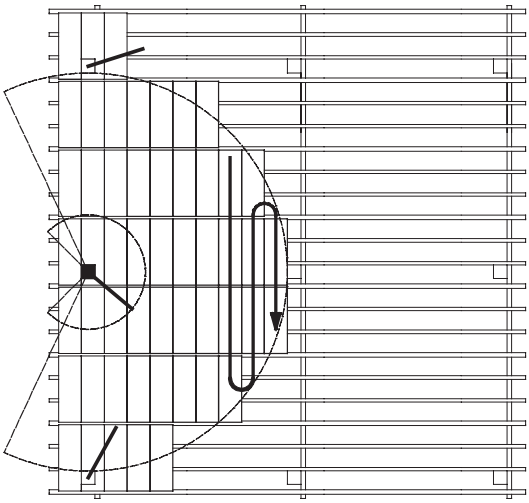

Figur 35. *Formsättningsprocess.*
1. Planera alltid arbetsområdet i förväg och se till att du väljer den lämpligaste platsen för den första SkyReach. Det är extremt viktigt att det skyddade området formsätts enligt en progressiv framkantsmetod. Arbeta från SkyReach Förankringsenhet enligt ordningsföljden i figur 35.